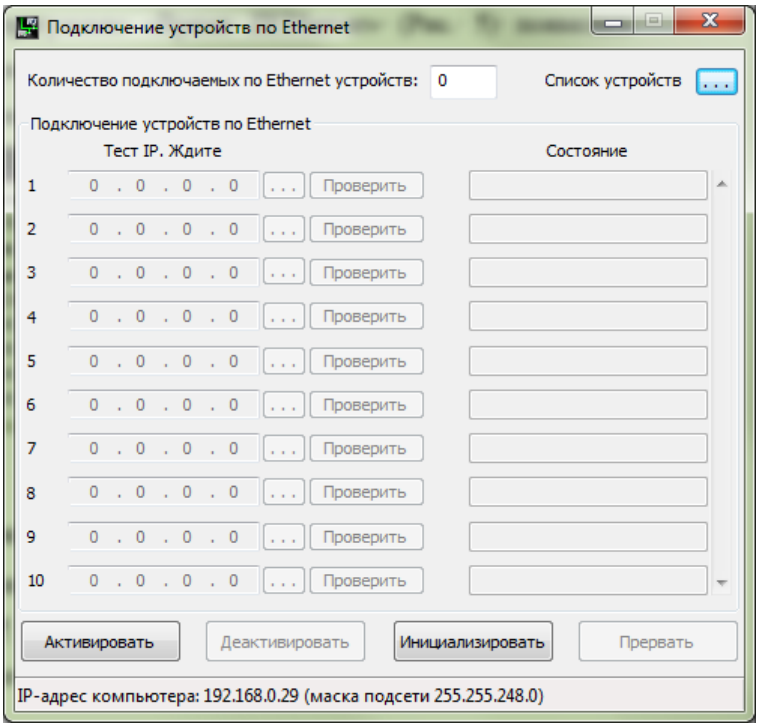

Рис. 2.3 Программа «Подключение устройств по Ethernet»
4. В меню «СЕТЕВЫЕ ПРОГРАММЫ» на панели ZETLAB выбрать программу «Подключение устройств по Ethernet» (*Рис. 2.3*).